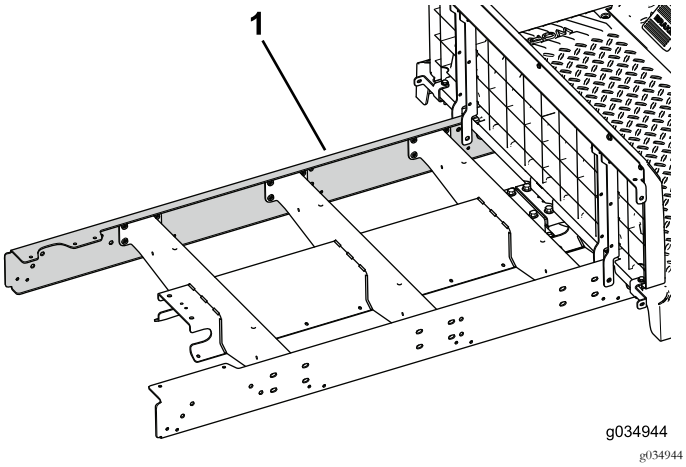

Рисунок 73
5. Установите, не затягивая, удлинительную балку на левую сторону машины (Рисунок 73).